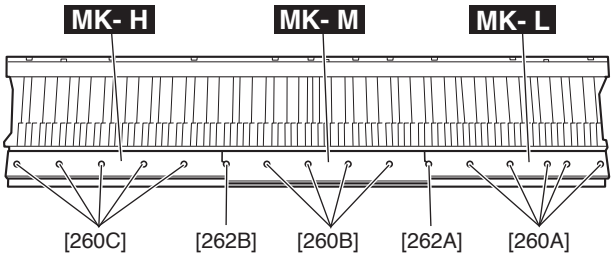

Fig.21（図 21）
Remove the five (5) screws marked [260A] and the screw marked [262A]. The MK-L circuit board can then be removed. (Fig.21)
Remove the four (4) screws marked [260B], the screw marked [262A] and the screw marked [262B]. The MK-M circuit board can then be removed. (Fig.21)
Remove the five (5) screws marked [260C] and the screw marked [262B]. The MK-H circuit board can then be removed. (Fig.21)
[260A] のネジ 5 本と [262A] のネジ 1 本を外して、MK-L シートを外します。(図 21)
[260B] のネジ 4 本と [262A] のネジ 1 本、[262B] のネジ 1 本を外して、MK-M シートを外します。(図 21)
[260C] のネジ 5 本と [262B] のネジ 1 本を外して、MK-H シートを外します。(図 21)
Tighten the five (5) screws marked [260A] and the screw marked [262A] to fix the MK-L circuit board. (Fig.21)
Tighten the four (4) screws marked [260B], the screw marked [262A] and the screw marked [262B] to fix the MK-M circuit board. (Fig.21)
Tighten the five (5) screws marked [260C] and the screw marked [262B] to fix the MK-H circuit board. (Fig.21)
MK-L シートを取り付け、[260A] のネジ 5 本と [262A] のネジ 1 本を取り付けます。(図 21)
MK-M シートを取り付け、[260B] のネジ 4 本と [262A] のネジ 1 本、[262B] のネジ 1 本を取り付けます。(図 21)
MK-H シートを取り付け、[260C] のネジ 5 本と [262B] のネジ 1 本を取り付けます。(図 21)